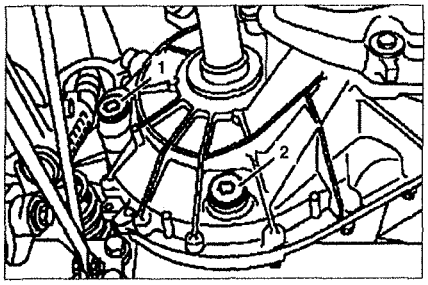

Рис. 1.31. Замена масла в механической коробке передач.
1. Протрите поверхность возле сливной **2** и заливной **1** пробок (см.рис.1.31).